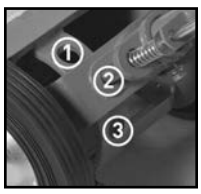

Fig.13
2. Position the handle assembly (2) in desired angle. This is done by pulling the lock lever (3) (fig.12) and raising or lowering the handle to one of the three pre-set position (fig.13). Release the lock lever (3) to lock the handle in the desired position.
3. Turn the release knob (1) completely clockwise to its closed position. Then connect to the air supplies air hose (not included) to the air inlet (13).
4. Depress the lever on the air valve assembly (12) until the Saddle (9,10 or 11) of the Air/Hydraulic Truck Jack has nearly reached the vehicle lifting point. Position the Jack at 90° to the vehicle's lifting point to ensure the Jack's Saddle and vehicle lifting point are in alignment. If not, remove and then reposition the Air/Hydraulic Truck Jack before lifting.